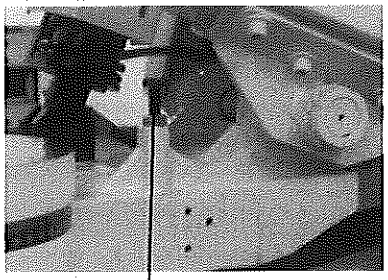

Fig.4
The downward travel of the saw arm should be adjusted so that when the saw arm is in the extreme downward position, the teeth of the blade will not touch the table surface. The stop screw (A) (Fig.4) is used to adjust the distance between blade and table surface. After the distance is adjusted, tighten lock nut.